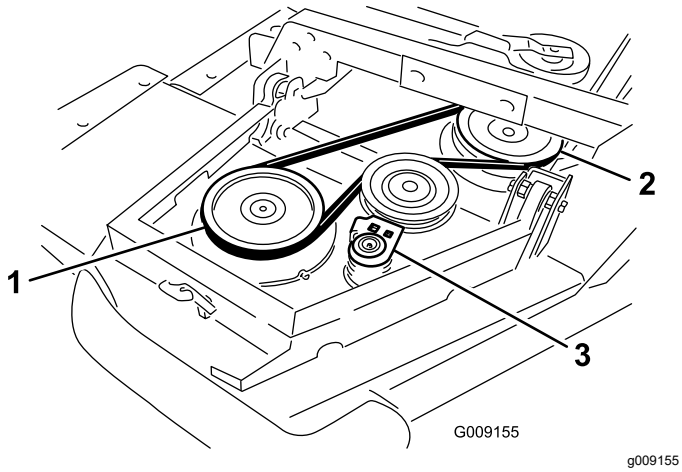

**Figuur 5**
A. Leg de riem rond de aspoelie van de winglet en de aspoelie van het voorste maaidek (Figuur 5).
B. Gebruik een ratelsleutel of soortgelijk gereedschap om de spanpoelie weg te houden van de poelies (Figuur 5).